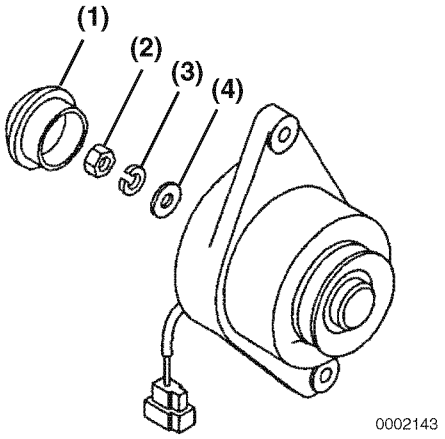

Figure 12-29
5. Reinstall the flat washer **(Figure 12-29, (4))**, lock washer **(Figure 12-29, (3))**, and nut **(Figure 12-29, (2))**. Tighten the nut to the specified torque.
6. Reinstall the rear cap **(Figure 12-29, (1))**.